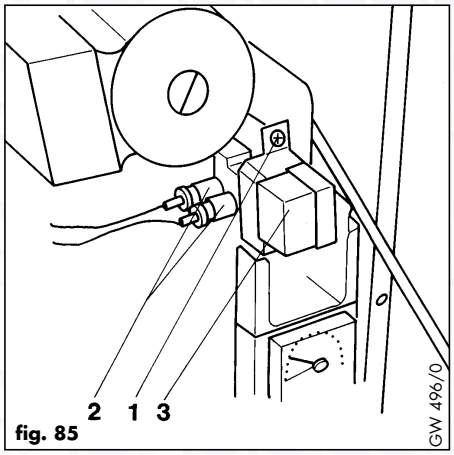

fig. 85
- Remove screw (1, fig. 85) and lift ignition transformer clear of diverter valve.